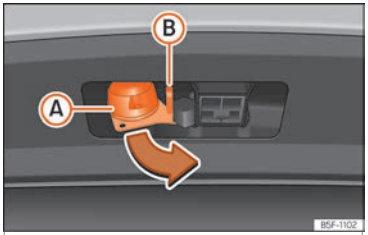

Fig. 177 Turning the 13-pin connector
- Grip the connector in area (A) and remove it in the direction of the arrow ››› Fig. 177.
- Open the cover of connector (A) and connect the trailer ››› Fig. 177.
- Hook the trailer's pair cable to the safety lug ››› Fig. 177 (B). When hooked up, the pair cable should have some **slack** in all vehicle towing positions (sharp curves, reverse, etc.).